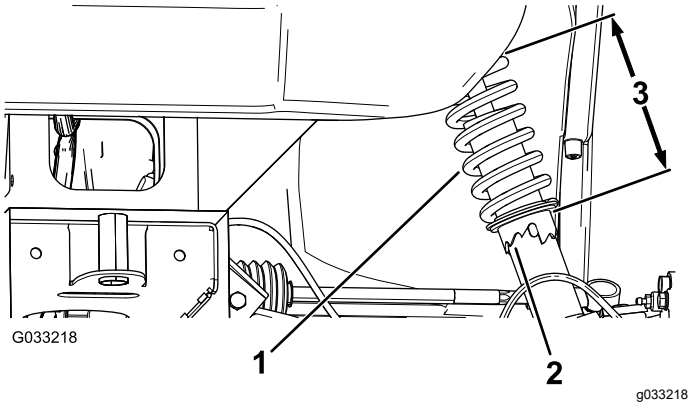

Figur 52
2. Hvis hjulets hældning ikke er korrekt, skal du bruge gaffelnøglen til at dreje muffen på støddæmperen og tilpasse hjulsporingen (Figur 52).